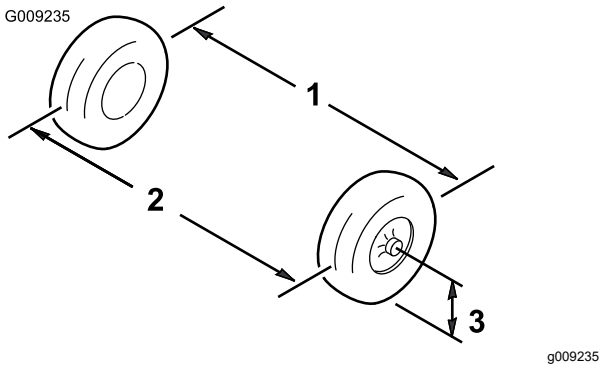

Figur 54
1. Mät avståndet mellan de båda framhjulen vid axelhöjd, både framtill och baktill på framhjulen (Figur 54).